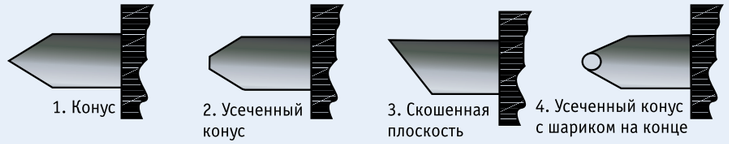

Рис. 1. Виды торца толкателя
- Настройка вертикального угла индикатора производится при помощи той же пластины. После зажима пластины упорами торец индикатора должен плотно, без зазора прилегать к пластине (рис. 1).